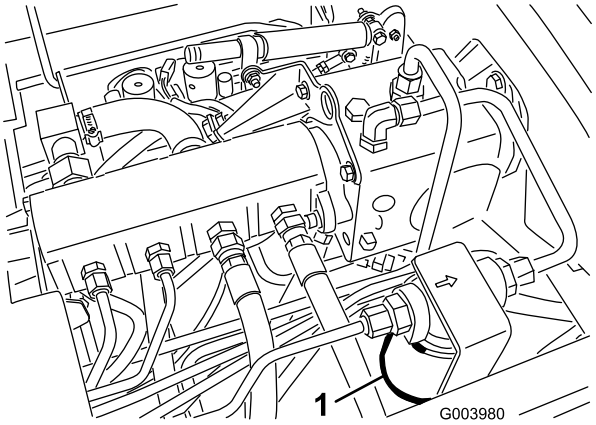
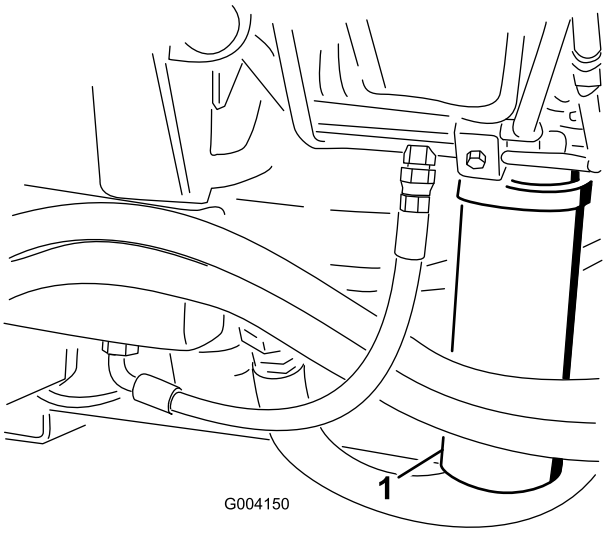

Figura 71
Figura 72
2. Limpie la zona alrededor de la zona de montaje del filtro y coloque un recipiente debajo del filtro (Figura 71 y Figura 72).